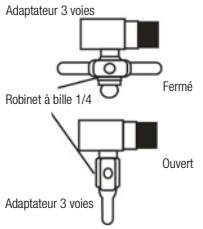

FIGURE A-3
3. Installez un robinet à bille métallique de 1/4" sur l'adaptateur de raccordement d'alimentation en eau (daptateur à 3 voies) à l'aide d'une bande de téflon pour allumer / éteindre facilement (Figure A-3).